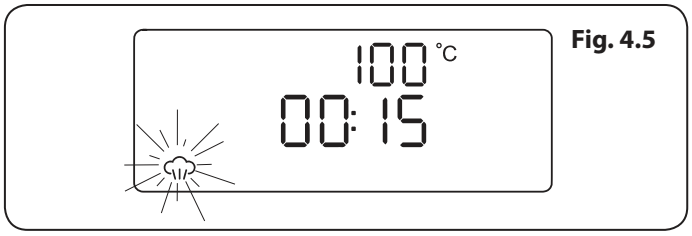

Fig. 4.5
1. Tryck på och håll ned standby-knappen för att starta ångugnen (**Fig. 4.4**). Displayen visar temperaturen 100 °C, 15 minuters tillagningstid och ångikonen kommer att blinka (**Fig. 4.5**).